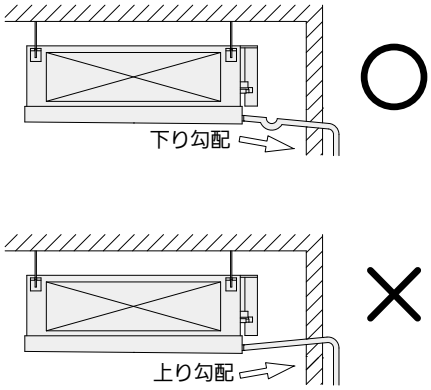

図 13
- ドレン配管は必ず下り勾配（1/100 以上）をつけて配管してください。（図 13）